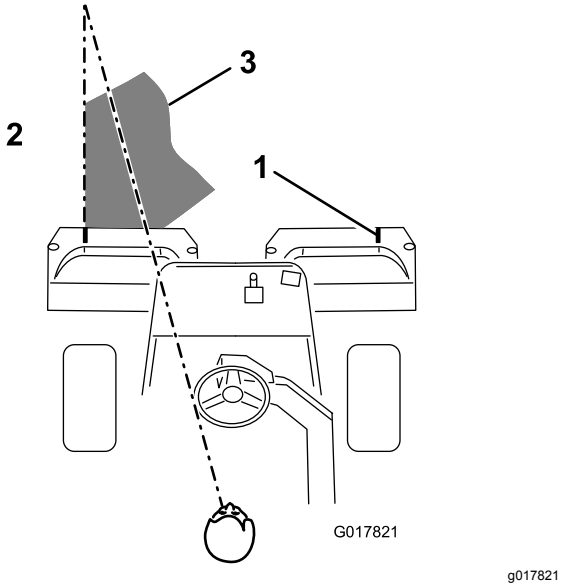

Figur 41
3. Overlapp den forrige retursnarveien minimalt. For at du skal klippe i en rett linje over greenen og holde maskinen på lik avstand fra kanten på den forrige lengden du klippet, må du lage deg en siktelinje på ca. 1,8–3 m fremfor maskinen til kanten på den delen av greenen du ikke har klippet enda (Figur 41). Noen synes at det hjelper å inkludere den ytre kanten på styrehjulet som en del av siktelinjen, dvs. holde kanten på styrehjulet i en rett linje i forhold til et punkt som alltid har samme avstand til fronten på maskinen (Figur 41).